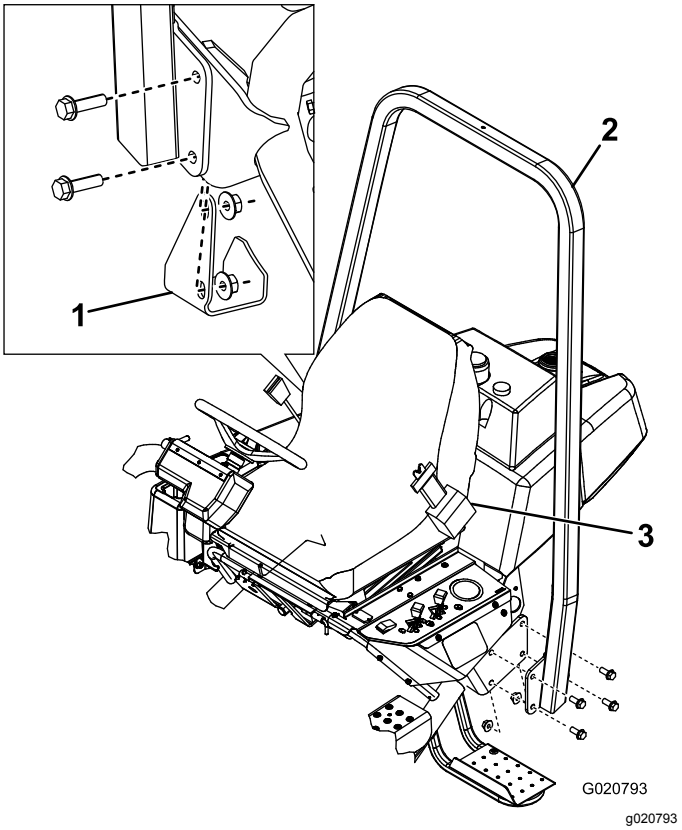

**Figur 6**
2. Senk veltebeskyttelsesrammen (Figur 6) ned på monteringsbrakettene, og rett inn monteringshullene.